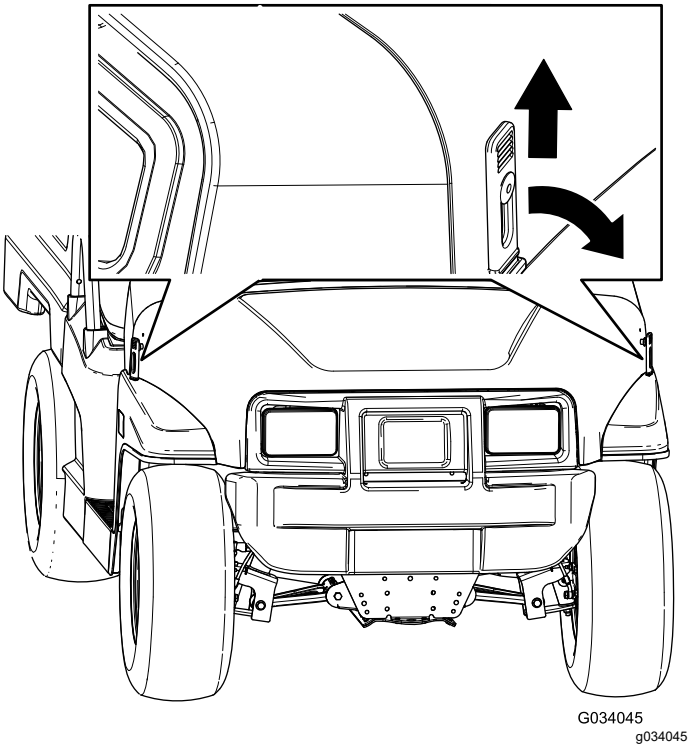

Figuur 28
1. Til de handgreep van de rubberen grendels aan weerszijden van de motorkap op (Figuur 28).
2. Bevestig de motorkap door de rubberen grendels uit te lijnen met de grendelbevestigingen aan weerszijden van de motorkap (Figuur 28).